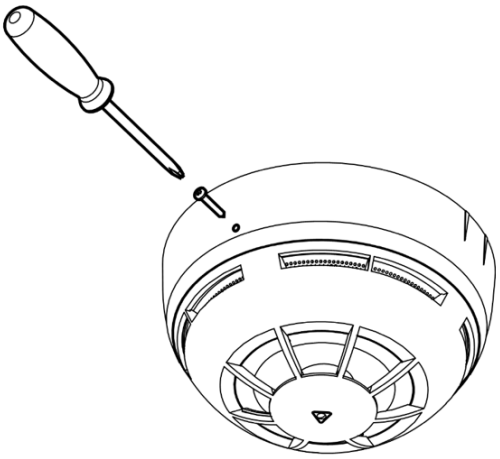

Рисунок 6
4.7 В конструкции базы предусмотрена возможность защиты от несанкционированного отсоединения извещателя от базы (см. Рисунок 6). Если после монтажа базы, и установки в нее извещателя ввернуть Шуруп DIN7981 2.2x13 в отверстие в базе, то извещатель невозможно будет снять без использования дополнительных инструментов.